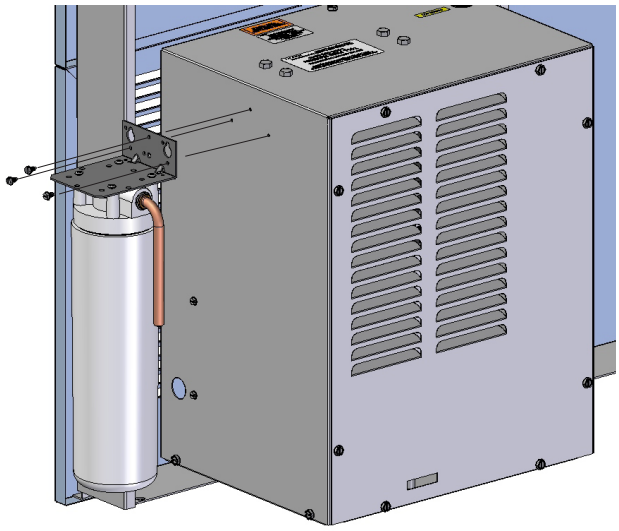

Figure 4 – HTHBWF-OVL-RF Filter Mounting (not required with HTHB-OVL-RF)
4. **(For HTHBWF-OVL-RF)** If an existing filter is not present, install filter bracket on chiller (Fig 4), then install the filter head to the bracket, plumb from the filter outlet to the chiller inlet with ¼" poly tubing and ¼ x ¼ union, install filter.